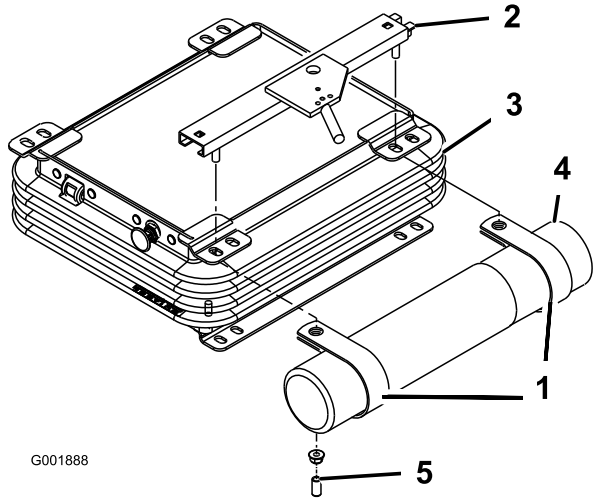

Figuur 7
2. Verwijder de 2 moeren en de vinyldoppen (indien gemonteerd), waarmee de bovenste stoelbeugel is bevestigd aan de linkerkant van de stoelophanging (Figuur 7).
3. Monteer de R-klemmen losjes op de draadeinden op de stoelbeugel met de 2 moeren die u eerder verwijderde (Figuur 7).
4. Plaats de koker in de R-klemmen en draai de moeren vast (Figuur 7).